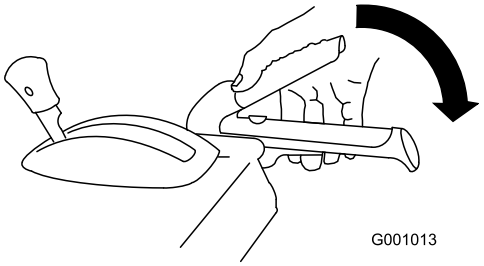

Figur 37
2. Aktiver spiralblads-viftehjulsdrivverket, og hold det på plass (Figur 37).